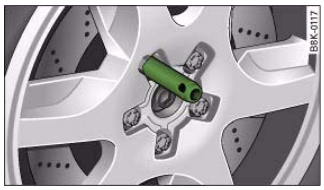

Fig. 246 Changing a wheel: Mounting pin in wheel bolt hole nearest to the top
– Screw in the **mounting pin** (provided in the vehicle's tool kit) by hand in place of the wheel bolt ⇒ *page 263,* fig. 246.